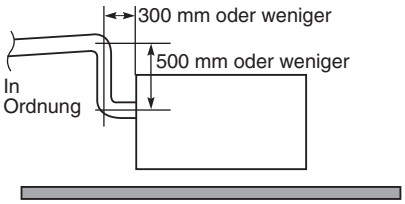

Abb. 3-11
- **Wenn es erforderlich sein sollte, die Höhe des Ablaufrohrs zu vergrößern, kann der Bereich unmittelbar nach der Anschlussstelle um maximal 500 mm angehoben werden. Der Anschluss darf nicht um mehr als 500 mm höher gestellt werden, da hierdurch Undichtigkeiten entstehen können. (Abb. 3-11)**